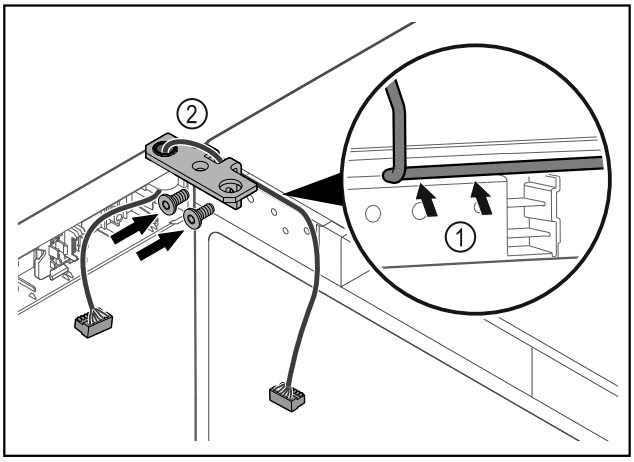

Fig. 40
▶ Проведите кабель через отверстие в шарнирном уголке и аккуратно уложите его *Fig. 40 (1)*.
▶ Привинтите шарнирные уголки *Fig. 40 (2)*.